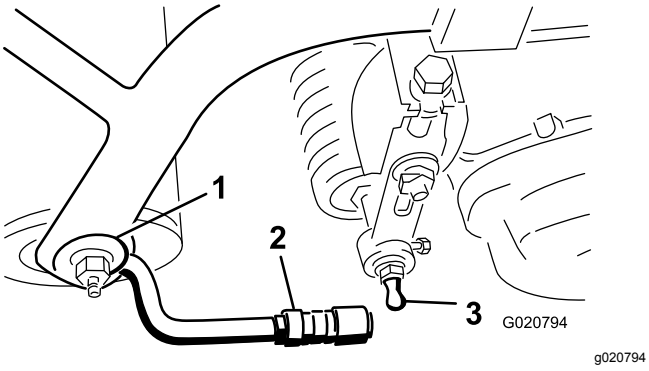

Figura 8
3. Fate scorrere il manicotto sulla piastra ricevente del giunto sferico e agganciate la piastra ricevente sul prigioniero a sfera dell'apparato di taglio. Rilasciate il manicotto in modo che scorra sul prigioniero e blocchi i gruppi tra loro (Figura 8).